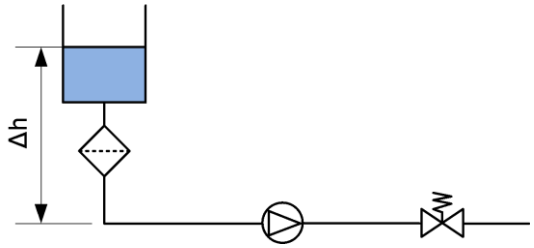

Fig. 68: struttura, prova di pressione
1. Costruire il sistema secondo la Fig. 68.